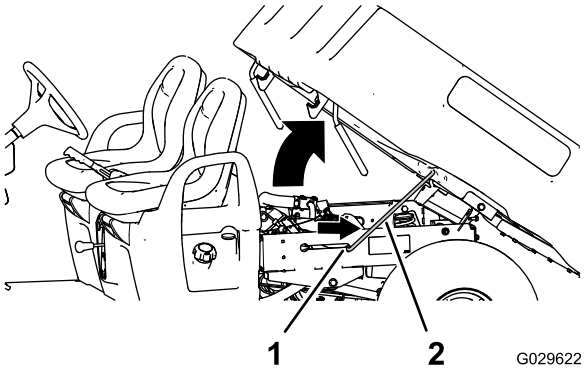

Figur 12
2. Trekk støttestangen inn i sperresporet, og fest boksen (Figur 12).
2. Trekk støttestangen ut av sperresporet (Figur 12).